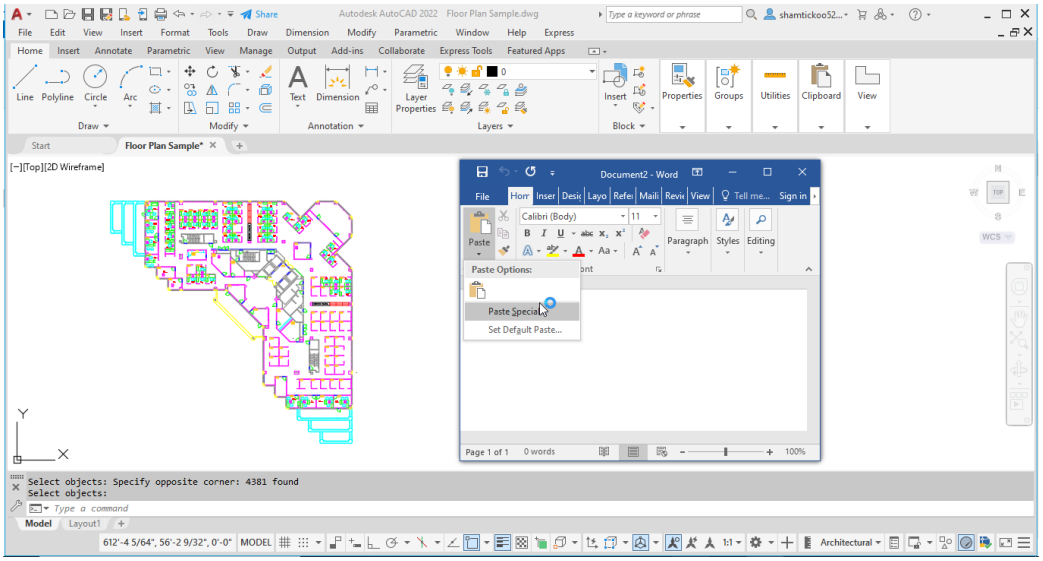
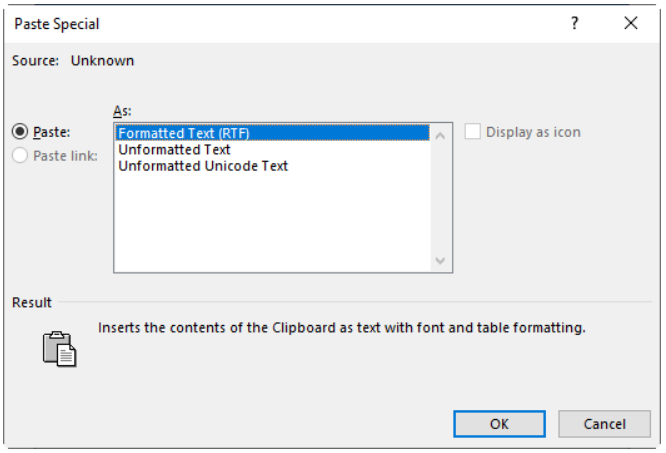

Figure 21-22 *Pasting a drawing into the MS Word application*
Figure 21-23 *The* ***Paste Special*** *dialog box*
5. After the objects are copied to the Clipboard, make the MS Word window active. To get the drawing from the Clipboard to the MS Word application (client), you need to paste it into the Word application. Choose the **Paste Special** tool from **Home > Clipboard > Paste** drop-down, refer to Figure 21-22; the **Paste Special** dialog box will be displayed, as shown in Figure 21-23. In this dialog box, select the **Paste** radio button (default) for embedding, and then choose the **OK** button. The drawing is now embedded in the MS Word window.